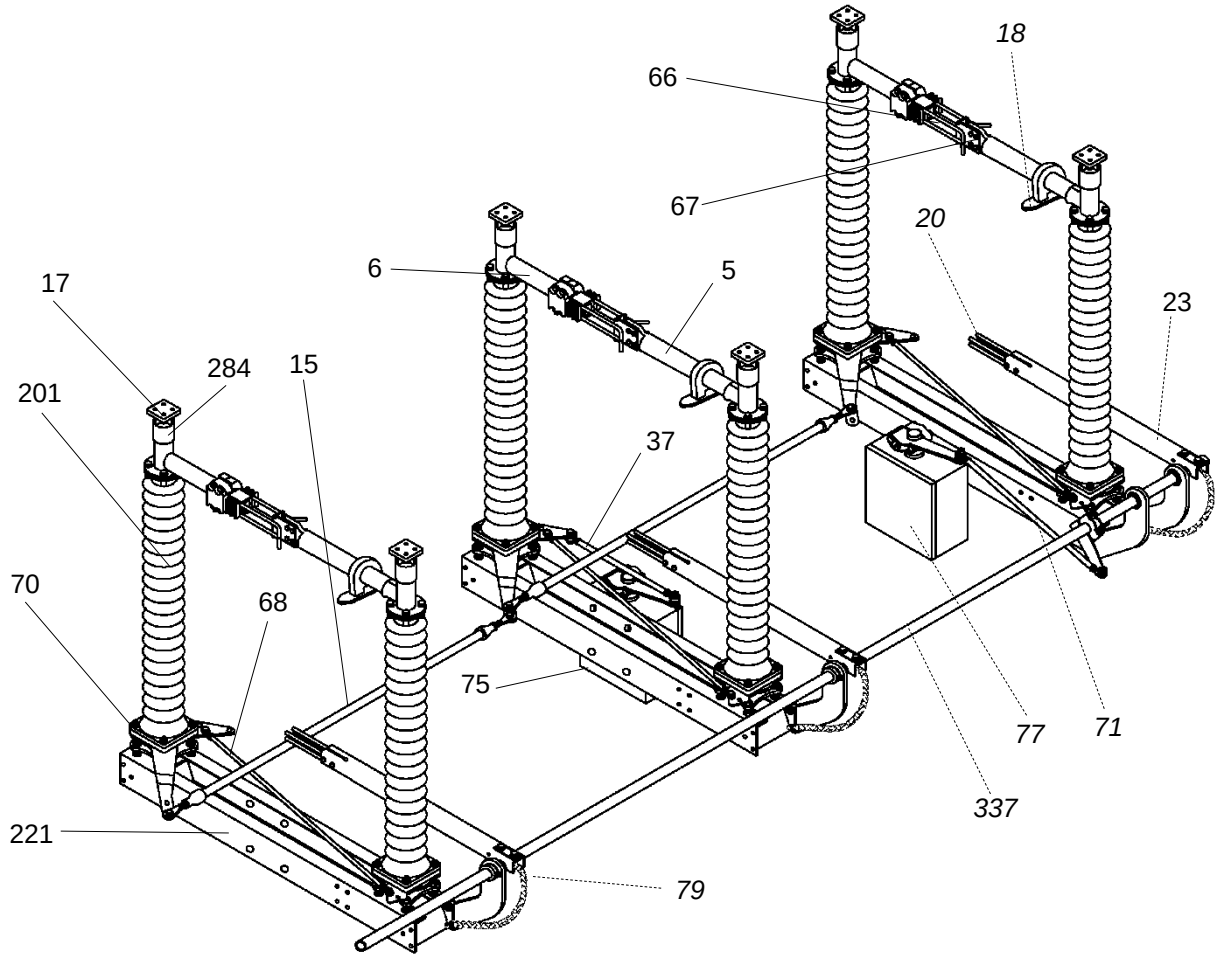

Rysunek 3 Konstrukcja odłącznika z jednym uziemnikiem (3 bieguny)
Mechanizm napędowy do odłącznika (75) poprzez cięgło napędowe (37) przenosi energię konieczną do przestawienia na podstawę obrotową (70) [Rys. 3]. Cięgło diagonalne (68), łączące dwie podstawy obrotowe każdego bieguna, zapewnia równoczesny obrót obydwu połówek bieguna. Izolatory wsporcze (201) przenoszą moment obrotowy na odpowiednie połówki toru prądowego (5, strona kontaktowa), (6, strona palcowa). Podczas operacji przestawieniowych wykonują one obrót o kąt 90º. W trakcie zamykania odłącznika elementy stykowe (67) ślizgają się po palcach stykowych (66). Zapewnia to połączenie elektryczne pomiędzy połówkami toru prądowego. Prąd przepływa przez zestyki tulipanowe w głowicach obrotowych (284) do zacisków wysokiego napięcia (17).